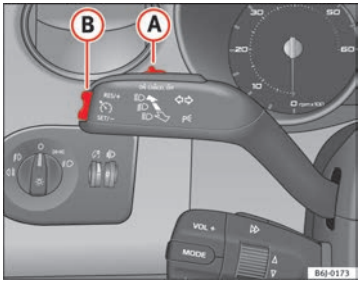

Fig. 121 Turn signal and main beam headlight lever: switch and rocker switch for the cruise control
– Press the upper part **RES** of the rocker switch ⇒ fig. 121 (B) to increase the speed. The vehicle will continue to accelerate as long as you keep the rocker switch pressed. When you release the switch, the new speed is stored.
Cruise control is switched off if you reduce speed by depressing the brake pedal. Reactivate the control by pressing once on the upper part of the rocker switch **RES+** ⇒ fig. 121 (B).